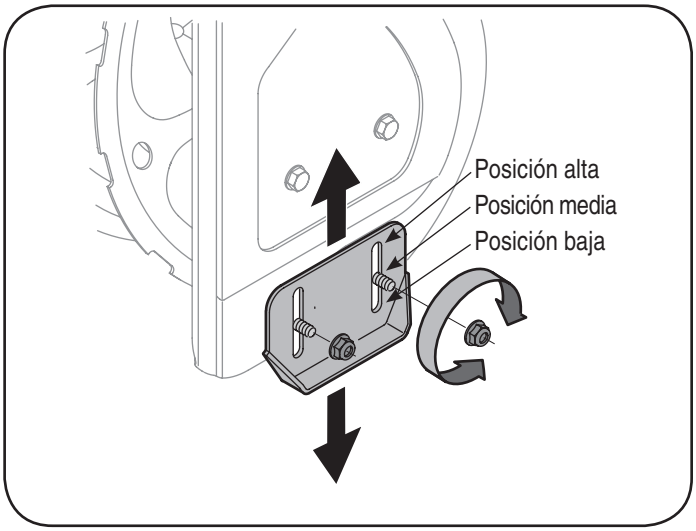

Figura 5
zapatos. Para el retiro de nieve cercano, coloque zapatos de patinazo en la posición baja. Cuando el área para ser limpiada es desigual, zapatos de patinazo de lugar en la posición media o alta. Ver la Figura 5.
1. Ajustar zapatos de patinazo soltando dos loco de maleficio y cerrojos de carro sobre cada zapato de patinazo, y moviendo el zapato de patinazo a la posición deseada. Ver la Figura 5.
1. El cable de transmisión y el cable de la barrena se dirigen a través de la caja de control de velocidad en el lado izquierdo de la manija. El cable de la barrena y el cable de control de velocidad se dirigen después hacia la manija inferior izquierda. El cable de transmisión se dirige a través de la parte superior de la manija superior y, por último, hacia abajo a la manija inferior derecha. Vea la figura 5.
2. Se han utilizado tres uniones de cable para ajustar sin tensión los dos cables de control a la manija inferior. Dos de estas uniones de cable están en cada brazo, y la tercera en la barra transversal superior de la manija inferior. Ajuste estas uniones de cable para sujetar los cables a la manija inferior. Vea la figura 5.